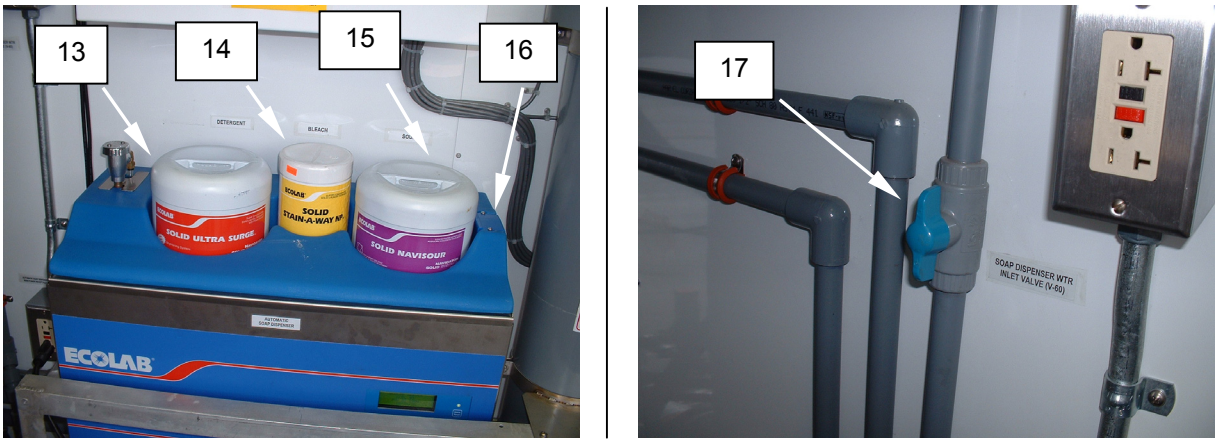

Figure 4. Purge Automatic Soap Dispenser.
1. Verify soap containers (Detergent **(Figure 4, Item 13)**, Bleach **(Figure 4, Item 14)**, Sour **(Figure 4, Item 15)** are installed in the automatic soap dispenser **(Figure 4, Item 16)**.
2. Open soap dispenser water inlet **(Figure 4, Item 17)**.